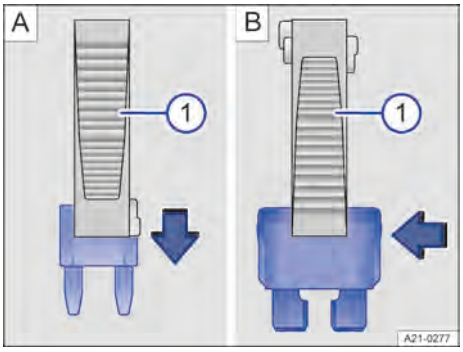

Fig. 202 Extraer o colocar un fusible (representación esquemática).
1. Si las hubiera, retire las pinzas de plástico de la cubierta de la caja de fusibles correspondiente → Fig. 202 ①.
de las pinzas por arriba → Fig. 202 Ⓐ o lateralmente → Fig. 202 Ⓑ.